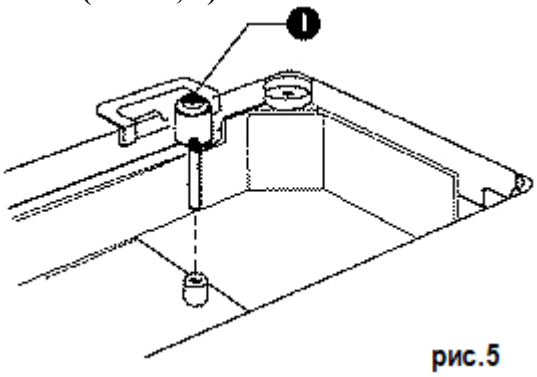

рис.5
3. Установка головки машины (Рис. 5, 6)